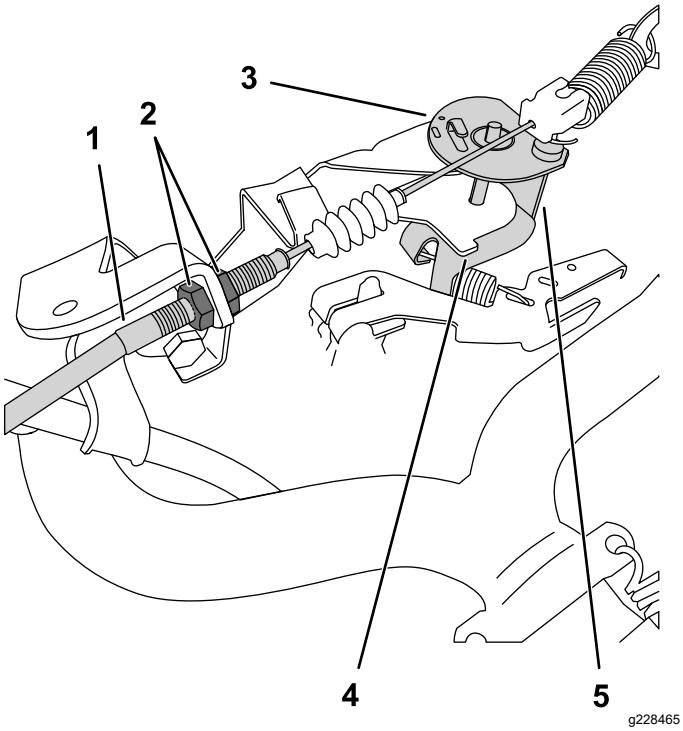

**Figur 38**
3. For å øke lavt tomgangsturtall, løs opp den fremre låsemutteren og stram den bakre mutteren på gasskabelen (Figur 38).